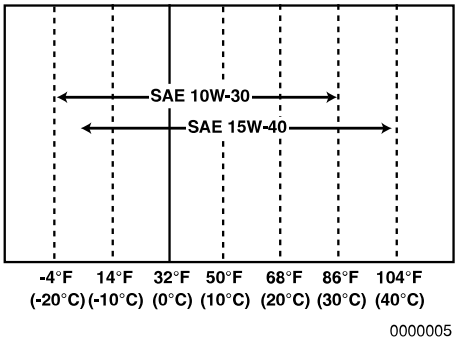

Figur 5
- Vælg olieviskositeten på baggrund af den omgivende temperatur dér, hvor motoren betjenes. *Se Motorolieviskositet* **Figur 5**.
- Vælg en egnet viskositet for motorolien på baggrund af den omgivende temperatur, der vises på SAE-diagrammet over serviceklasse for viskositet **(Figur 5)**.